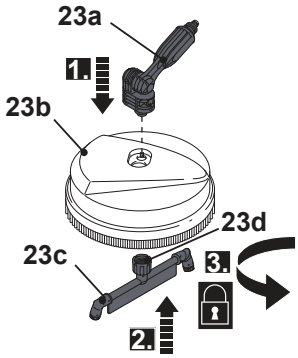

Fig. 3
1. Align the angle connector (23a) to the holes on the housing (23b) and insert the angle connector into the housing. (Fig. 3, step 1)